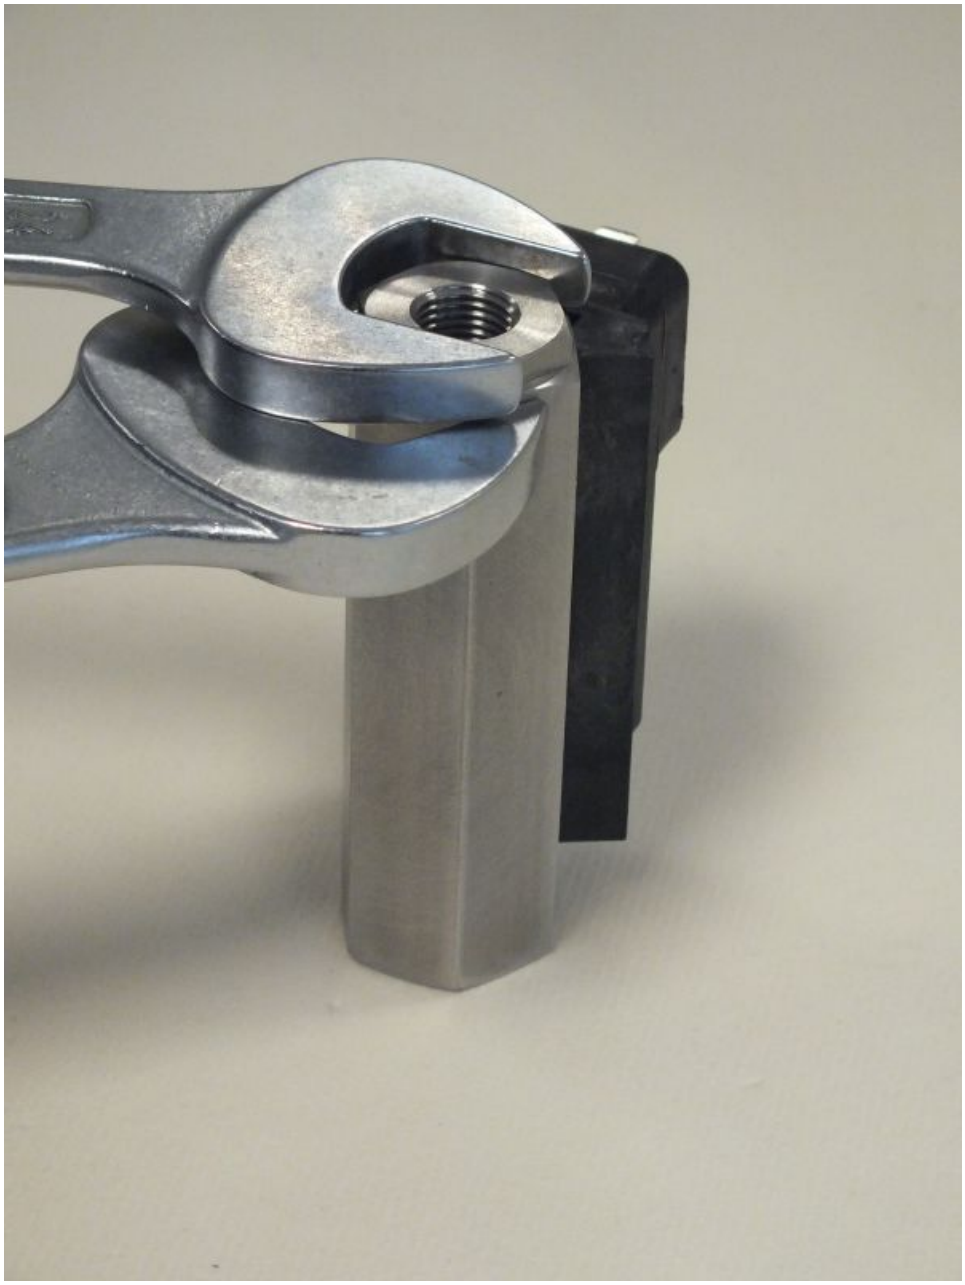

Fig. 57: Tighten process connection (outlet)
11. Using a proper sized fixed spanner tighten the process connection (outlet). Hold the device body in place using a suitable fixed spanner (*Fig. 57*), and observe the proper torque (➡ *Chapter 11.1 "Tightening torque" on page 89*).